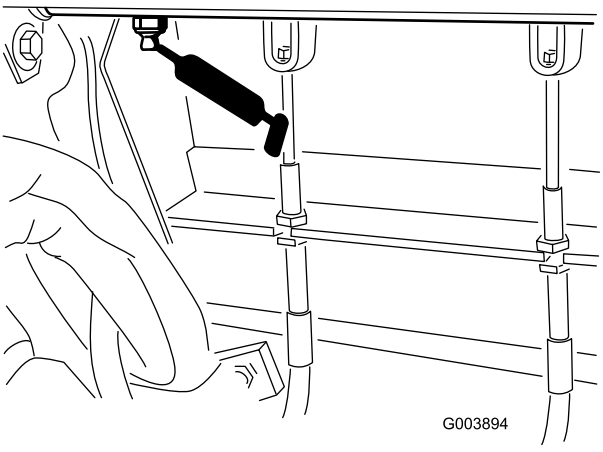

Figur 47
- 1 nippel på bremsepedalen (Figur 47).